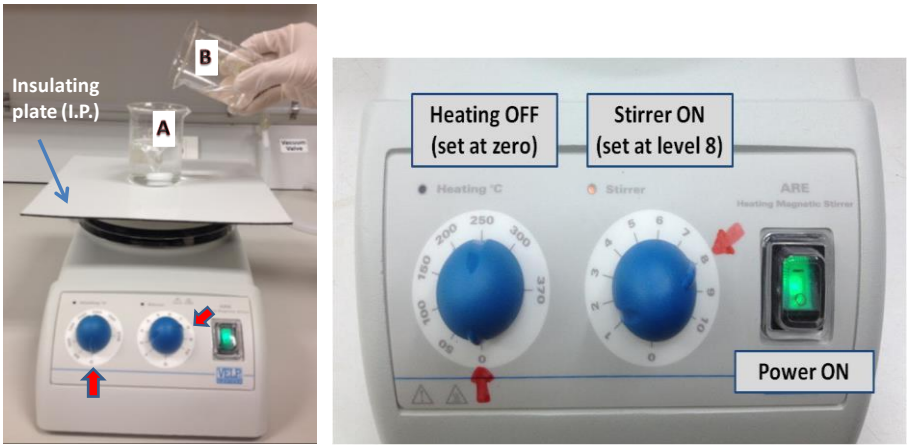

Figuur 1. Het apparaat voor het kinetisch onderzoek van de klokreactie.
- Zorg ervoor dat de verwarmingsplaat niet warm is als je aan het experiment begint en dat de verwarmingsfunctie **NIET AAN STAAT** (zoals weergegeven in figuur 1, hieronder). Leg de isolerende plaat (gemerkt met I.P.) op de verwarmingsplaat voor extra isolatie.
Oplossing #**A** (met $Na_2S_2O_3$, KI, KNO_3 en stijfsel) wordt eerst in het bekerglas gegoten en geroerd met het magnetische roerstaafje. De roersnelheid wordt op niveau 8 gezet, zoals aangegeven in figuur 1. Oplossing #**B** (met $Fe(NO_3)_3$ en HNO_3) wordt snel in oplossing #**A** gegoten en ***tegelijkertijd wordt de tijdmeting gestart. Noteer de verstreken tijd als de oplossing plotseling donkerblauw kleurt.***